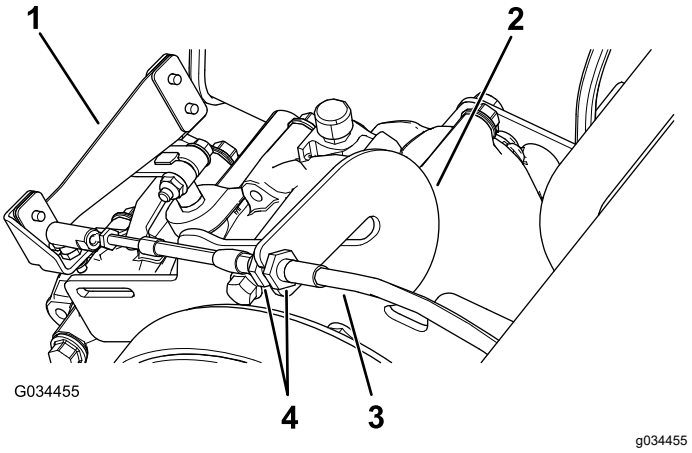

Figur 60
1. Løsn kontramøtrikkerne på gearskiftekablet, og juster dem som nødvendigt (Figur 60).
positioner og kontroller, om gearstangen (Figur 60) skifter korrekt, når der skiftes gear. Se Gearstang og gearskifteindikator (side 13).